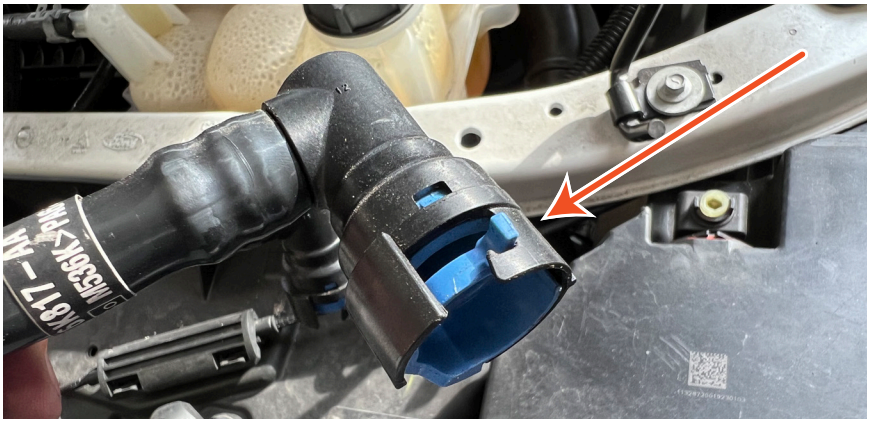

Figure 2 - PCV Tube Release Tabs
4. Remove the tube by lifting and rotating the tab, shown in **Figure 2**.